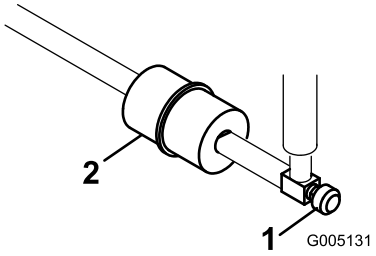

Figur 49
Et filter er indbygget i brændstofrøret mellem brændstoftanken og karburatoren (Figur 49). Udskift filteret for hver 800. time eller før, hvis brændstoftilstrømningen er begrænset. Sørg for, at pilen på filteret peger væk fra brændstoftanken.
1. Luk brændstofafbryderventilen, løsn slangeklemmen på karburatorsiden af filteret, og fjern brændstofledningen fra filteret (Figur 49).
2. Anbring en bakke under filteret, løsn den tilbageværende slangeklemme, og fjern filteret (Figur 49).